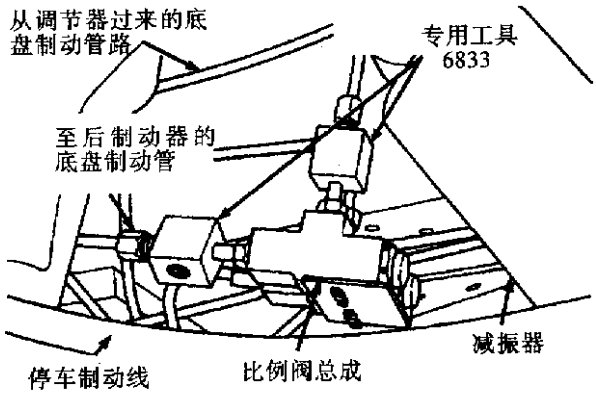

图10-16　比例阀检测装置
⑥从压力检测装置(专用工具6833图10-16)上将所要求的检测装置安装到比例阀的入口处，即拆下底盘制动管的地方。将拆下的底盘制动管安装到压力检测装置(图10-16)中。从压力检测装置、专用工具6833将所要求的检测装置安装到比例阀总成的出口。然后将拆下的底盘制动管安装到压力检测装置。